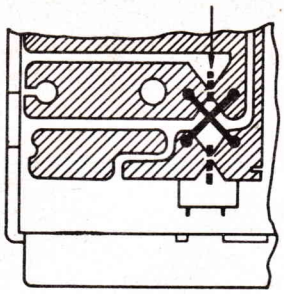

Fig. 2
Lorsque — lors du montage de l'appareil dans la voiture — toutes les connexions désirées et nécessaires sont établies, effectuer après la fixation de l'appareil — mais avant la mise en place du cadran — l'alignement de l'antenne. Pour ce faire, régler un faible émetteur PO à environ 1 000 kHz et sortir entièrement l'antenne télescopique de la voiture. Le trimmer antenne pourra alors être aligné, au moyen d'un petit tournevis, à une puissance maximale, ceci par l'intermédiaire d'un axe visible sur la face avant gauche, à proximité de la touche L (GO) (fig. 2).